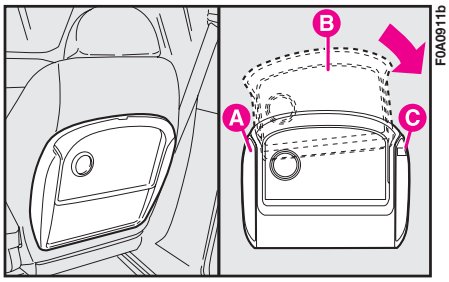

fig. 101b
– fit the shelf **B-fig. 101b** so that the support fixed pin **A** is fitted inside the shelf left rail;